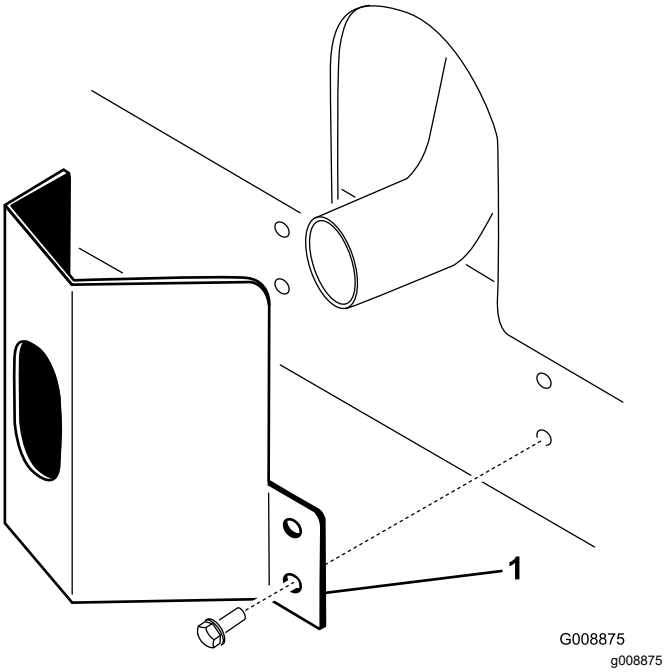

Figura 11
1. Collocate la protezione della marmitta attorno al silenziatore, allineando contemporaneamente i fori di fissaggio con i fori nel telaio (Figura 11).
2. Fissate la protezione della marmitta sul telaio con quattro viti autofilettanti (Figura 11).